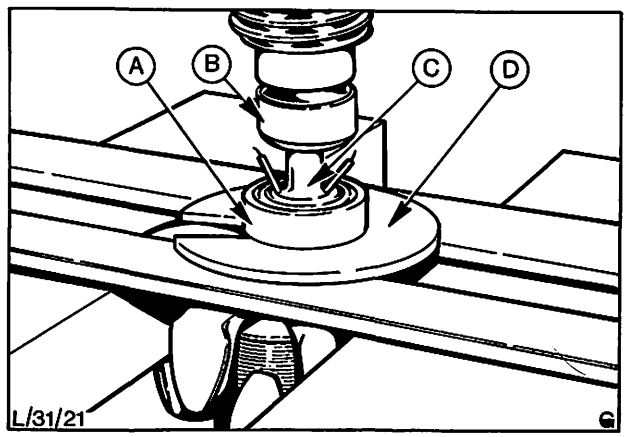

Abb. 55 Schleifringseitiges Lager von der Läuferwelle abpressen
14. Lager mit einer großen Scheibe abstützen. Die Scheibe muß einen Ausschnitt haben, um über die Läuferwelle geschoben zu werden, Abb. 55.